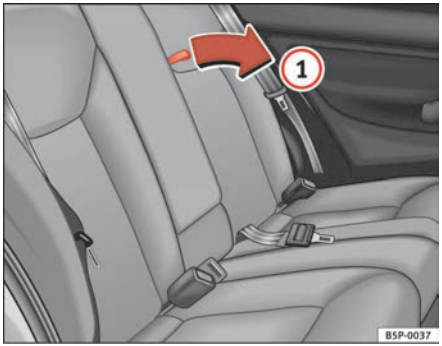

Fig. 109 Opening the rear drink holders
– To open, pull the loop in the direction of the arrow ⇒ page 142, fig. 109 (1).